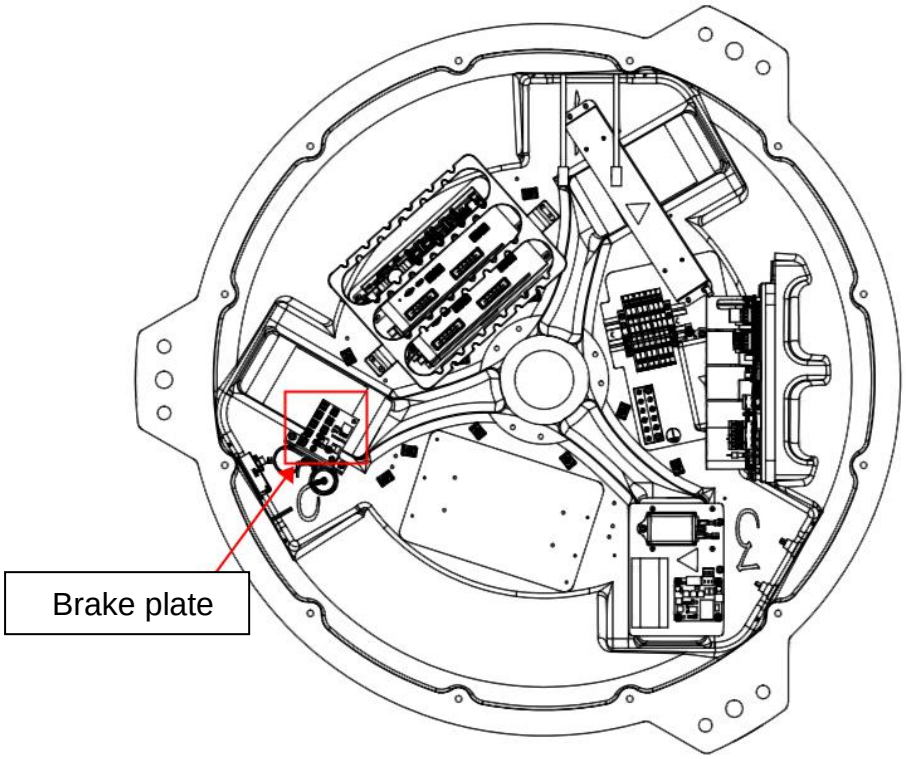

Figure 4-24 Schematic diagram of the position of the brake plate
**Step 4** Use an Allen wrench to remove the plate screws securing the lithium battery, as shown in Figure 4-24.